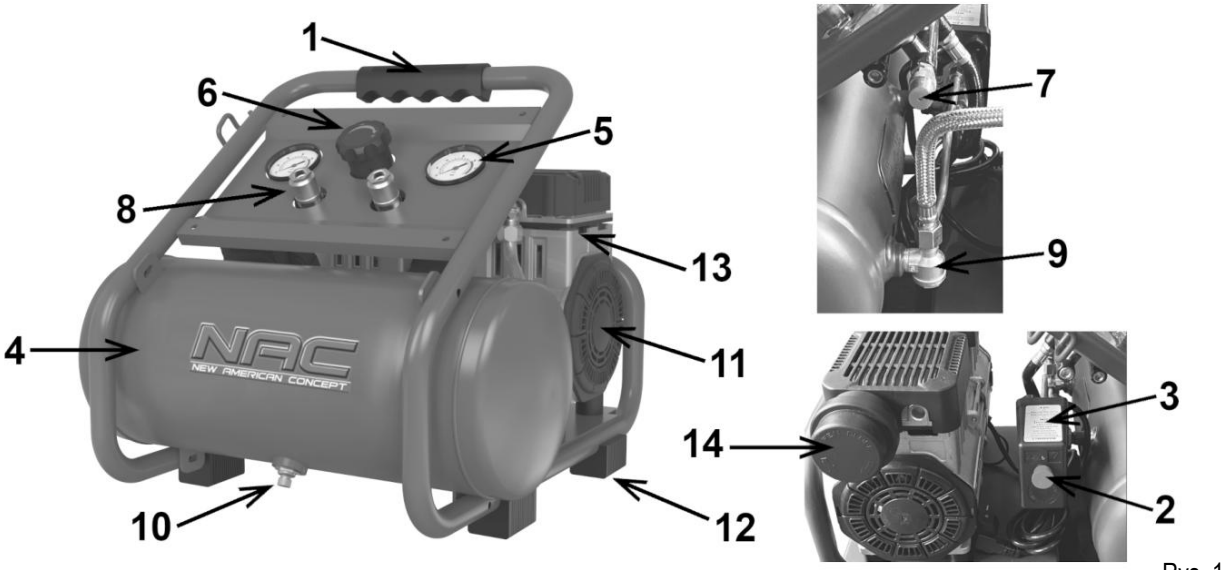

Rys. 1
Upewnić się, że przełącznik główny **2 (Rys. 1)** jest w pozycji „wyłączony" („OFF").
- Ustawić włącznik zasilania **2 (Rys. 1)** w pozycji wyłączonej **„OFF"**.
- Usuń wilgoć nagromadzoną w zbiorniku powietrza poprzez otwarcie zaworu spustowego **10 (Rys. 1)**.